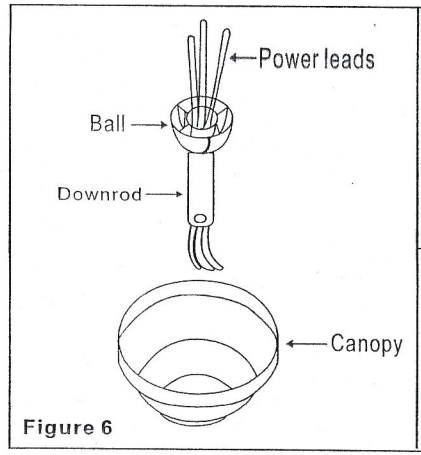
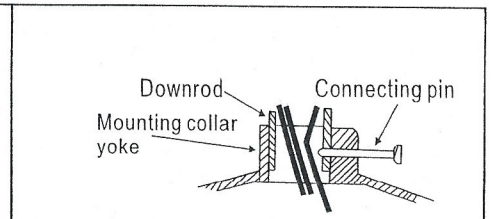

Figure 6
Figure 6A
1. Slide the canopy on the downrod (Fig. 6). Thread the power leads from the fan through the canopy and downrod. Take extra care not to pull on power wires. Damage and loose connections could result from any abnormal pressure on these wires. Set downrod into downrod collar yoke. Route until the holes match. Being careful not to damage wiring, insert connector pin through the holes (See Fig. 6A, 6B). Secure the pin by inserting the stop pin through the connector pin.